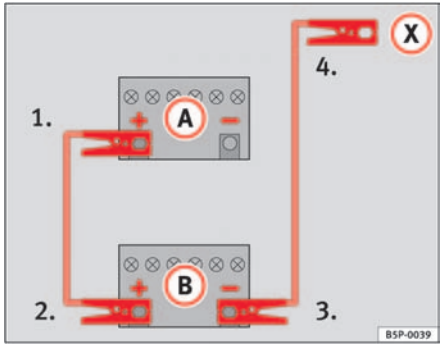

Fig. 197 How to connect the jump leads
In ⇒ fig. 197, the flat battery is (A) and the charged battery (B).
1. Connect one end of the red jump lead to the positive ⇒ fig. 197 (+) terminal of the vehicle with the flat battery ⇒ ⚠.
4. Connect the other end of the black jump lead (X) to a solid metal component which is bolted on to the engine block, or onto the engine block itself of the vehicle with the flat battery. Do not connect it to a point near the battery ⇒ ⚠.